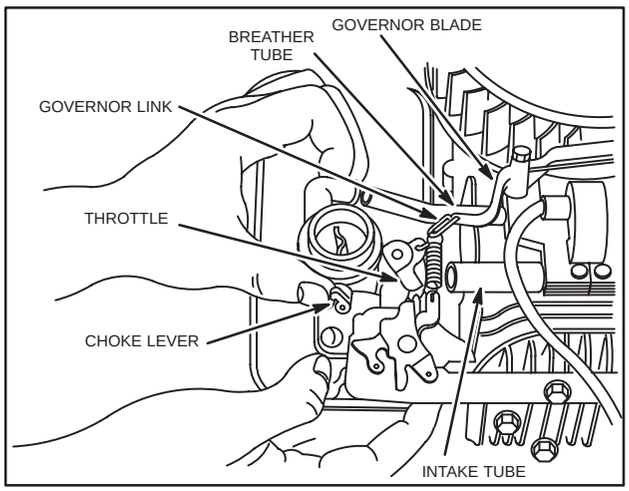

Fig. 170 – INSTALL CARBURETOR AND TANK ASSEMBLY
4. Hold choke lever as shown in Fig. 170, so it does not catch on control plate.